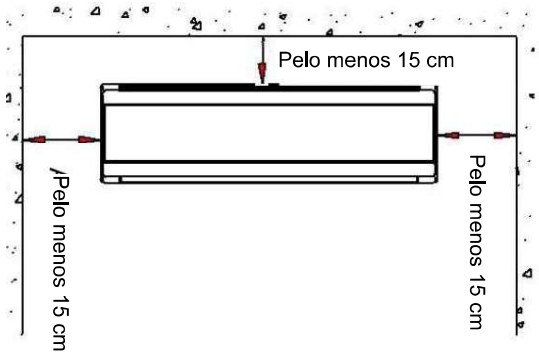

Fig. 1
- Assegure-se de que a distância é a indicada na Fig.1.
- A parte traseira da unidade interior deve ficar junto da parede (Fig.1)